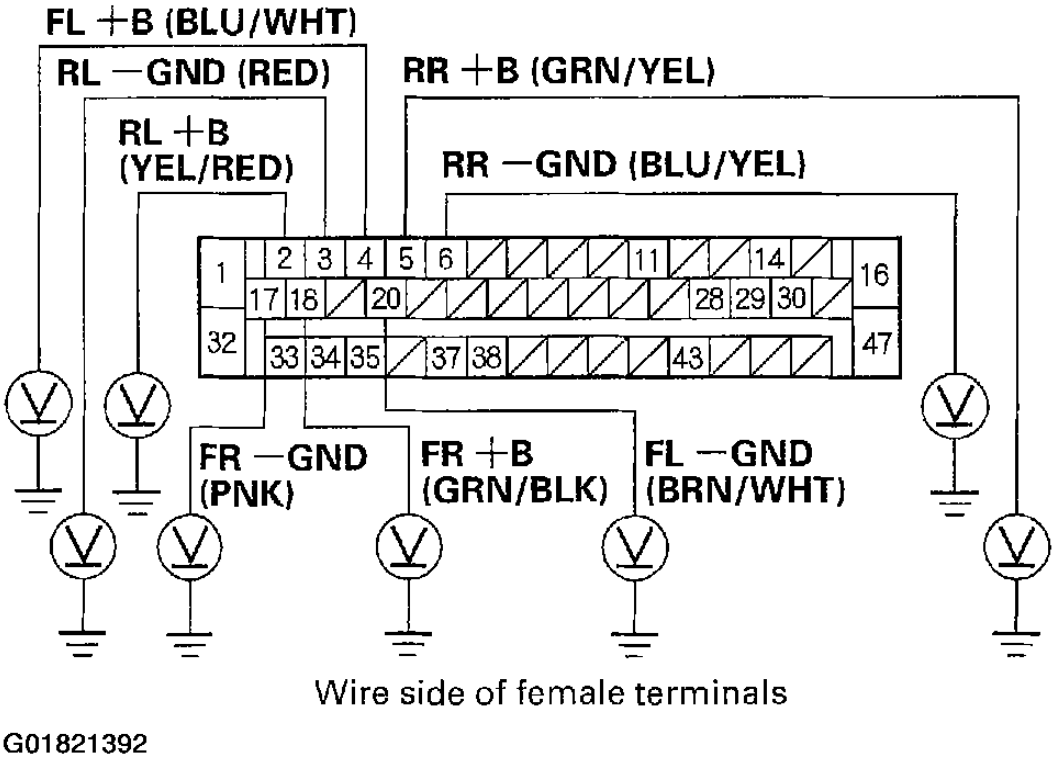

Fig. 27: Measuring The Voltage Between Body Ground & The Appropriate Wheel Sensor + B & Gnd Terminals Of The VSA Control Unit 47P Connector
3. Measure the voltage between body ground and the appropriate wheel sensor + B and GND terminals of the VSA control unit 47P connector individually (see **Fig. 26** and **Fig. 27**).